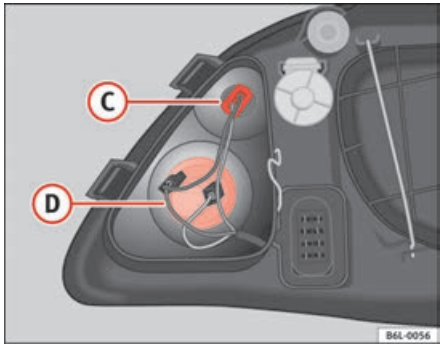

Fig. 156 Side lights
– Pull on the cables to release the lamp holder from the casing (C) ⇒ fig. 156.